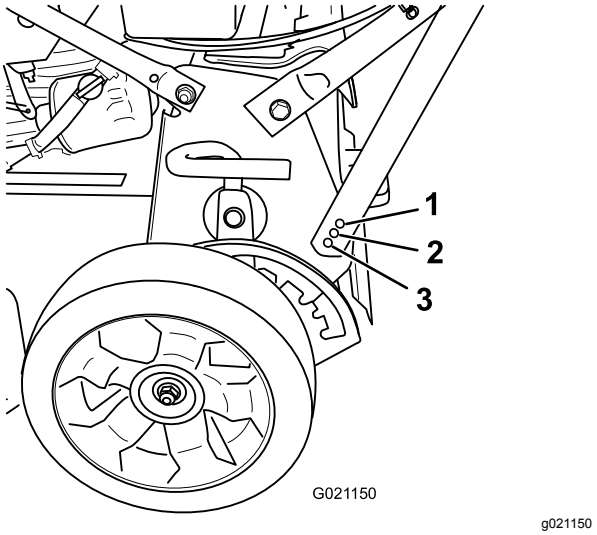

Figuur 5
2. Verwijder de bout van de handgreep en steek de bout in 1 van de 3 gaten onderaan de beugel van de handgreep (Figuur 5).